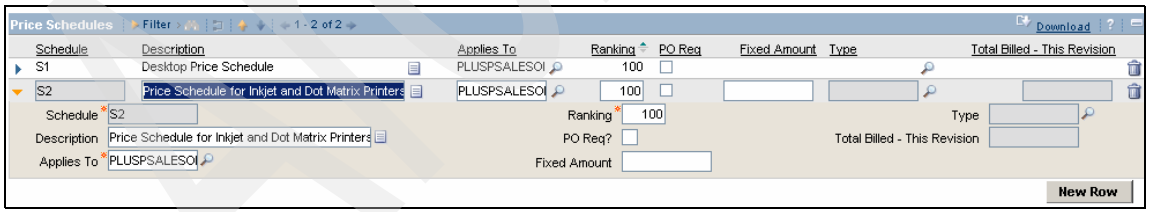

Figure 12-18 Price Schedule S2
2. Populate the fields using this information, as shown in Figure 12-18: